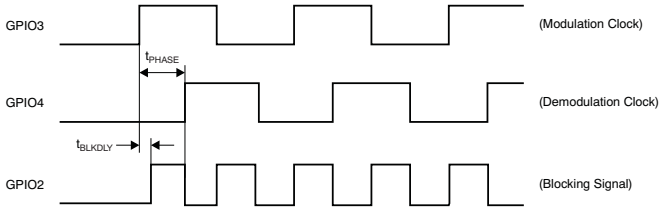
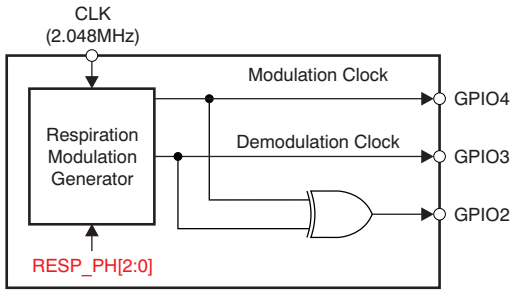

Figure 47. 外部呼吸 (RESP_CTRL = 01b) 时序
Figure 48. 外部呼吸 (RESP_CTRL = 01b) 方框图
利用该选项，GPIO2、GPIO3 和 GPIO4 可以自动配置为输出。Figure 47 显示了信号之间的相位关系。GPIO2 是 GPIO3 和 GPIO4 的异或，如Figure 48 所示。GPIO3 是调制信号，GPIO4 是解调信号。使用该选项时，GPIO2、GPIO3 和 GPIO4 的通用引脚功能不可用。可使用 CONFIG4 寄存器中的 RESP_FREQ[2:0] 位将调制频率设置为 64kHz 或 32kHz。RESP_FREQ[2:0] 的其余位选项可在 GPIO3 和 GPIO4 上生成方波。GPIO2 上的异或仅在 64kHz 或 32kHz 频率下可用。GPIO4 相对于 GPIO3 的相位可通过 RESP 寄存器中的 RESP_PH[2:0] 位进行设置。
Table 9. Figure 47 的开关特性 (1)